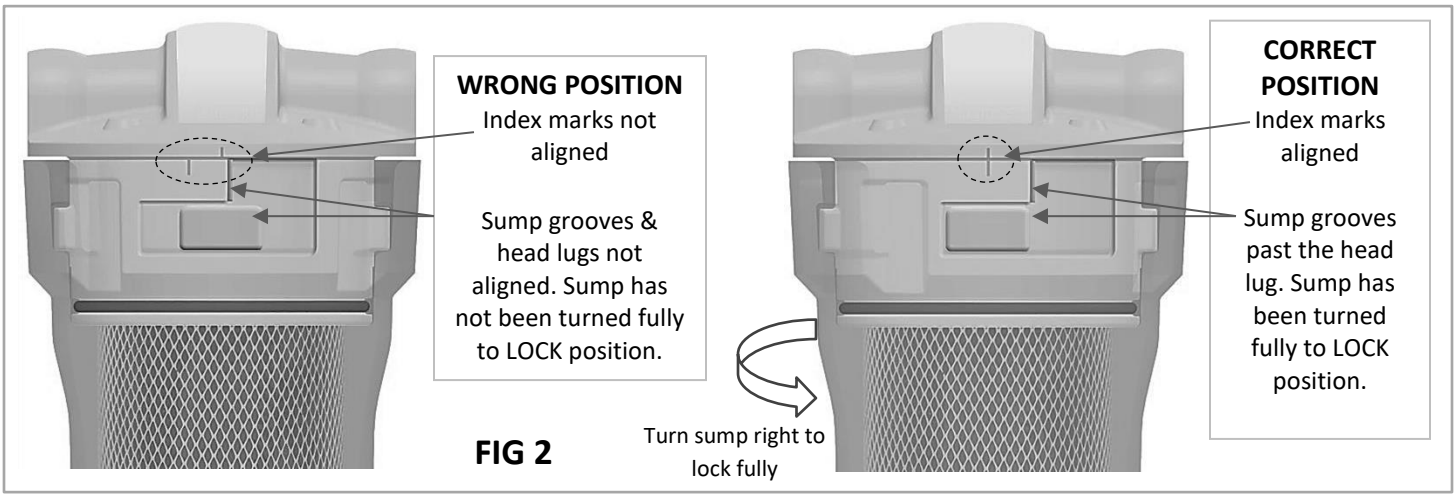

FIG 2
3. Remove wrapping from carbon cartridge (CF2) and carefully place it back into the sump with blue gasket facing up. Align the sump under the filter head and push the cartridge up with one hand and push blue gasket over centre boss of white head. Pull sump up and rotate right 1/8 turn to align the sump grooves with lugs on the head (2501) to lock position (fig 2).